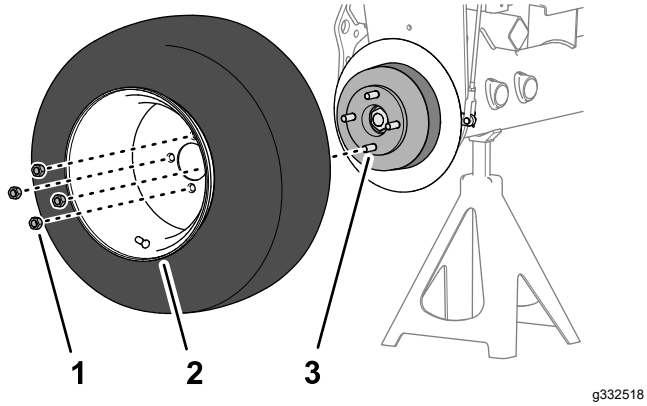

Figur 86
1. Monter hjulet på navet med de 4 hjullåsemøtrikker (Figur 86), og tilspænd hjullåsemøtrikkerne med håndkraft.